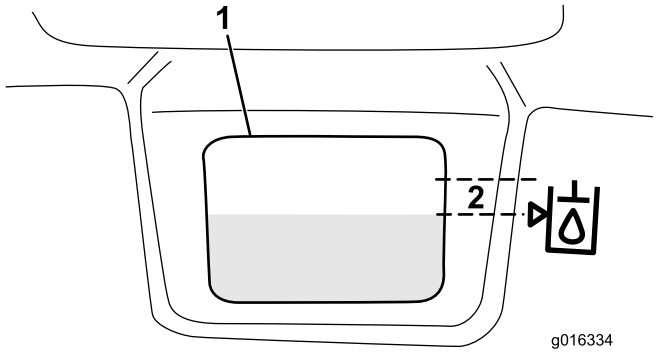

Figuur 32
3. Vul het reservoir langzaam met geschikte hydraulische vloeistof tot het niveau zich hoogstens 6 mm van de pijl in het symbool naast het witte venster aan de voorkant van het reservoir bevindt (Figuur 32). Niet te vol vullen.